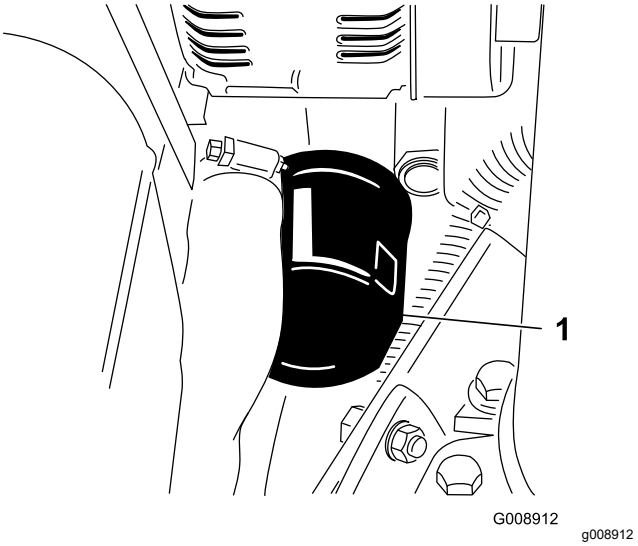

**Figur 62**
3. Fjern oliefilteret (Figur 62).